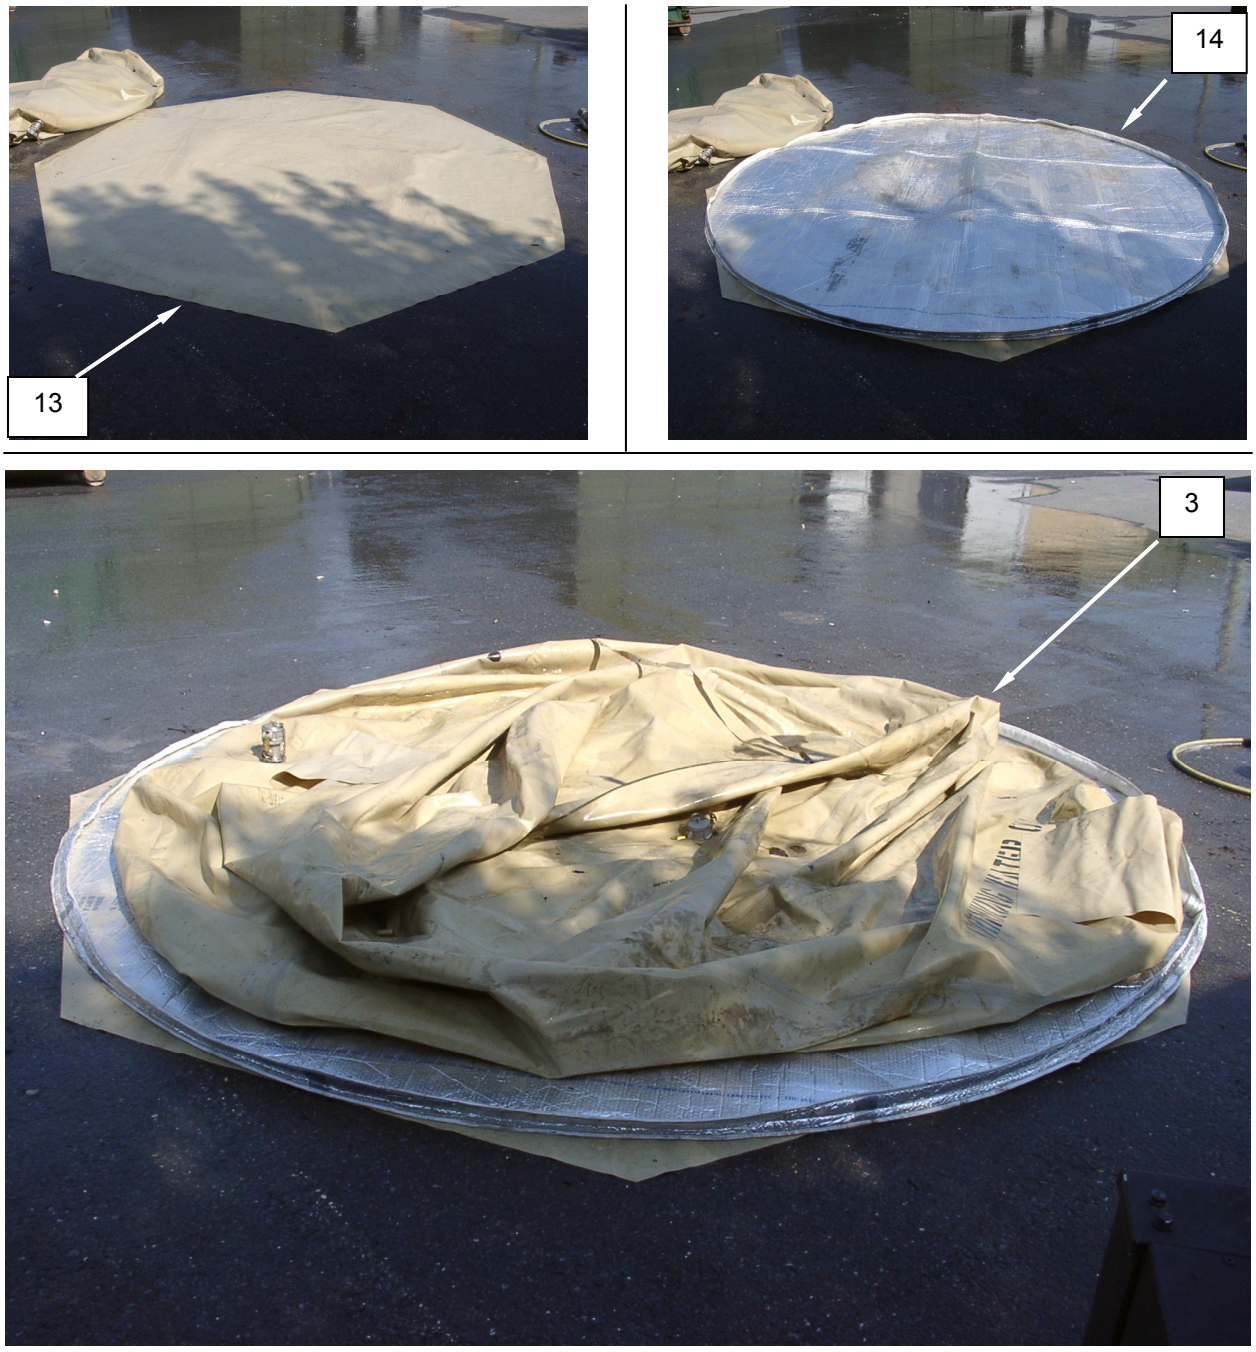

Figure 4. Set Up the Source Water 3000-Gallon Water Tank.
The water tank shown in Figure 4 is fitted with the bottom section of the insulating jacket. This must be fitted before the tank is placed into operation regardless of ambient temperature.
1. Lay out the liner **(Figure 4, Item 13)** and insulated base **(Figure 4, Item 14)** at the intended site of the 3,000 gallon fabric water bag **(Figure 4, Item 3)**.